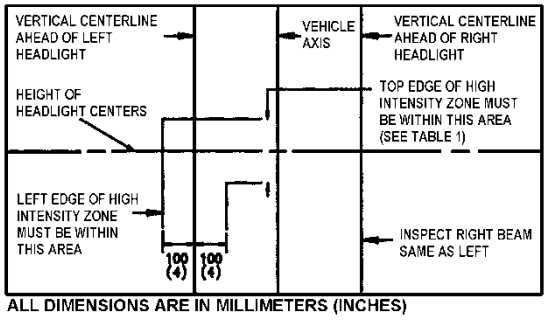

FIGURE 90: AIM INSPECTION LIMITS FOR LOWER-BEAM HEADLAMPS
7. The inspection limits in the vertical direction for low-beam headlamps or the low beam of a dual-beam headlamp, shall be as described in Table 1. In the horizontal direction, the left edge of the high-intensity zone shall be located from 10 cm (4 in) left to 10 cm (4 in) right of the vertical centerline of the beam. The viewing screen shall be located 7.6 m (25 ft) in front of the vehicle (Figure 90).